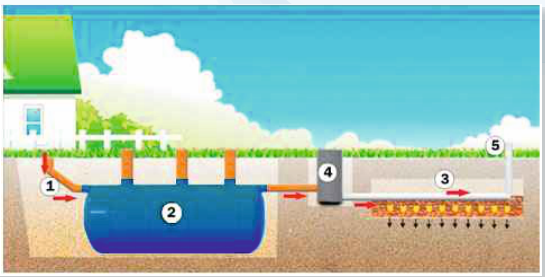

Рисунок 2.
ЛОС состоит из двух основных элементов: стеклопластиковой емкости, называемой биореактором, и дренажной системы. Дренажная система состоит из поля подземной фильтрации (рис. 2, позиция 3) и ревизионного колодца (рис. 2, позиция 4).
Принцип работы Septic PROF состоит в следующем: из канализационных труб в доме по трубопроводу (рис.2. позиция 1), сточные воды попадают в биореактор (рис.2. позиция 2), который располагается под землей, и представляет собой основной элемент локального очистного сооружения. Жидкость проходит механическую и биологическую очистку, и через дренажную систему (рис.2. позиция 3) (второй важный элемент ЛОС) уходит в почву. Рассмотрим подробно принцип очистки в биореакторе.
- К отводящей трубе из биореактора монтируется ревизионный колодец (рис.2, позиция 4);
- Соединить ревизионный колодец с дренажными трубами. Для притока воздуха в конце поля подземной фильтрации, дренажные трубы соединить с вентиляционными трубами диаметром 100 мм (рис.2, позиция 5), возвышающиеся на 0,5 м над уровнем земли;